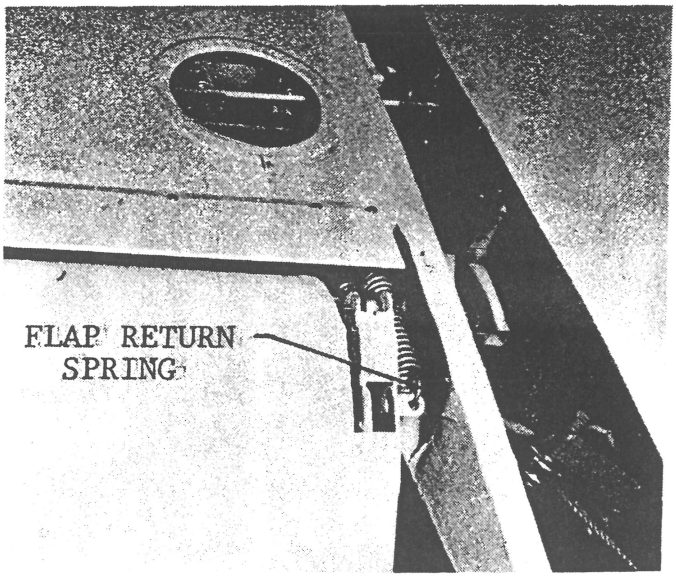

FIGURE 4-5. CONNECTING FLAP RETURN SPRING
c. Connect flap return spring from rear spar attach to flap attach. (Refer to Figure 4-5)